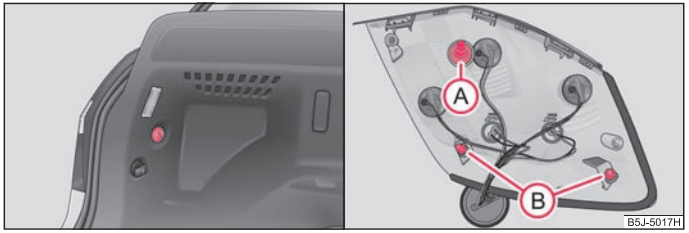

Fig. 175 Desmontar la unidad de luces posteriores / montar la unidad de luces posteriores
- Sujetar con una mano la unidad de luces posteriores y desenroscar con la otra mano la tuerca de plástico ⇒ fig. 175 - lado izquierdo.
– Para el montaje, colocar primero la unidad de luces posteriores con el tornillo (A) en el orificio de la carrocería ⇒ página 210, fig. 175.
– Introducir con cuidado la unidad de luces posteriores de tal manera en la carrocería que los pernos (B) encajen en los alojamientos de la carrocería.
– Sujetar con una mano la unidad de luces posteriores y enroscar con la otra mano la tuerca y apretarla ⇒ página 210, fig. 175.